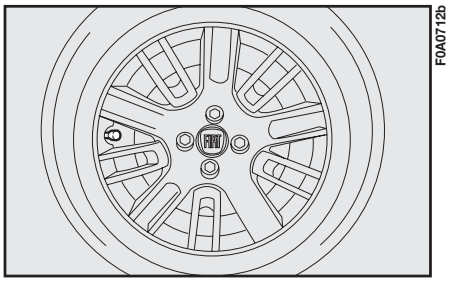

fig. 12
**20)** To versions with large wheel cup, make symbol **fig. 12** coincide with the inflation valve. Fasten the four bolts are shown in **19)**.